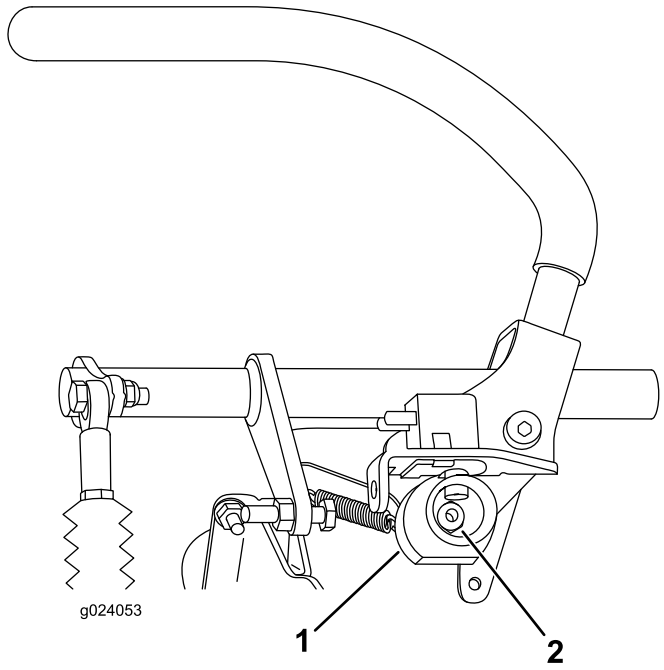

Figur 69
7. Løsn møtrikken, der fastholder knasten (Figur 69).